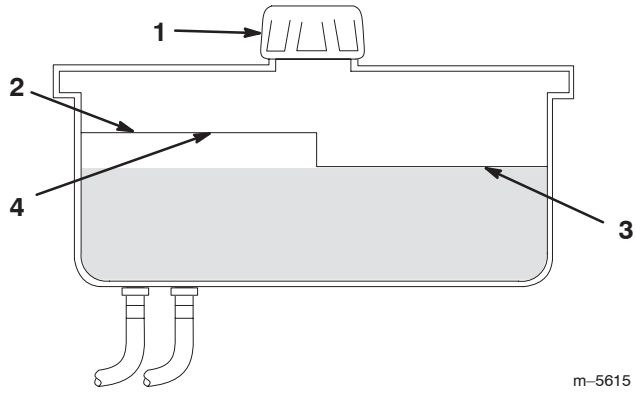

Figure 15
4. Clean area around cap and filler neck of hydraulic tank (Fig. 15).
5. Remove cap from filler neck. Look inside to check if there is fluid in the reservoir. (Fig. 15).
Note: The fluid level should be to the top of the ***hot*** level of the baffle, when the fluid is warm (Fig. 15).